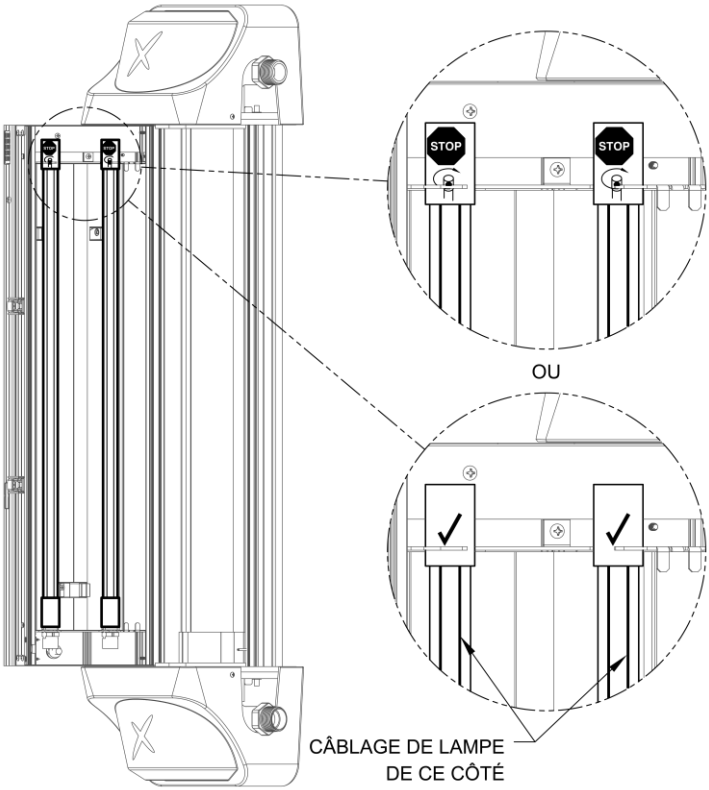

Figure 7.5
Étape 3 : Installez les nouvelles lampes dans l’unité en veillant à ne pas toucher l’ampoule. Insérez l'extrémité supérieure de la lampe dans le support de lampe supérieur, puis basculez le pied de la lampe par-dessus la douille. Pour une lampe à rendement élevé et à basse pression, faites-la pivoter jusqu'à ce que le symbole « Stop » situé en haut de la céramique ne se trouve vers la gauche. Voir la figure 7.5. Dans le cas d’une lampe à amalgame, faites-la pivoter jusqu’à ce que les fils qui la traversent soient tournés vers l’arrière de l’appareil - une marque a été ajoutée sur la céramique supérieure du même côté que les fils. La bonne orientation de la lampe à rendement élevé et à basse pression et de la lampe à amalgame implique que les fils de la lampe soient opposés aux capteurs UV.